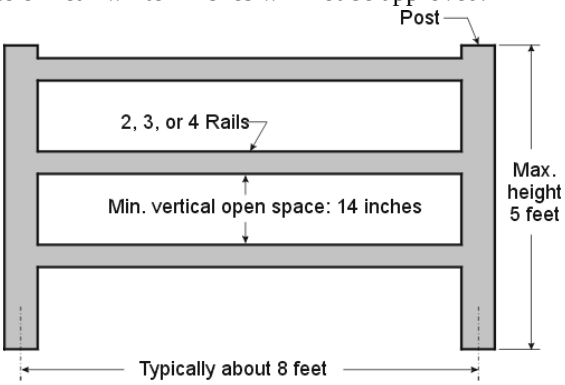

**Figure 1**. Post and rail fence
1. **Wood Fences** shall be of the post and rail design, shown in Figure 1. Fences may be designed with two, three, or four rails, provided the limiting dimensions shown in Figure 1, and identified in the text below, are followed.